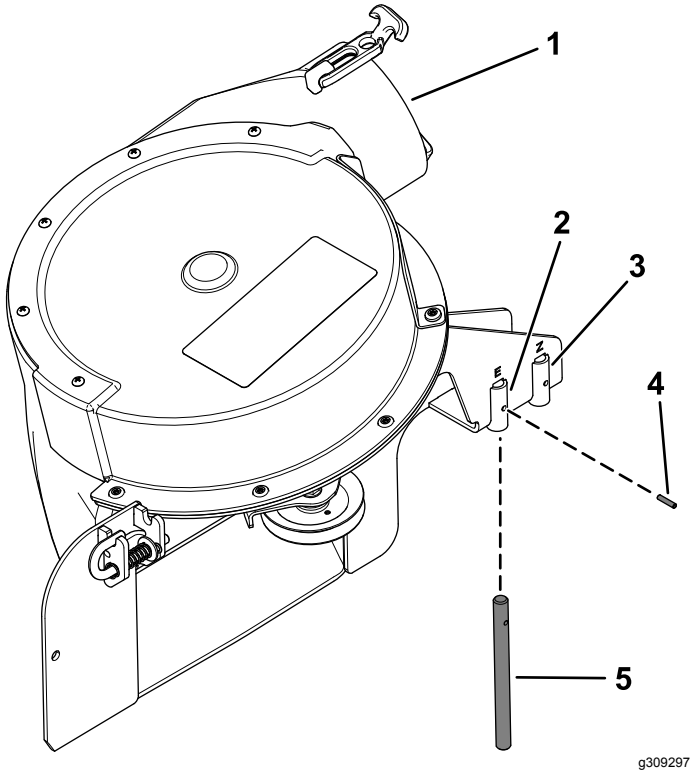

Rysunek 17
Upewnij się, że sworzeń osi obrotu jest zamocowany do zespołu dmuchawy we właściwym miejscu (Rysunek 17).
- W przypadku podwozia tnącego o szerokości 120 lub 130 cm zamontuj sworzeń osi obrotu w przednim otworze (Rysunek 17).
- W przypadku podwozia tnącego o szerokości 151 cm zamontuj sworzeń osi obrotu w tylnym otworze (Rysunek 17).